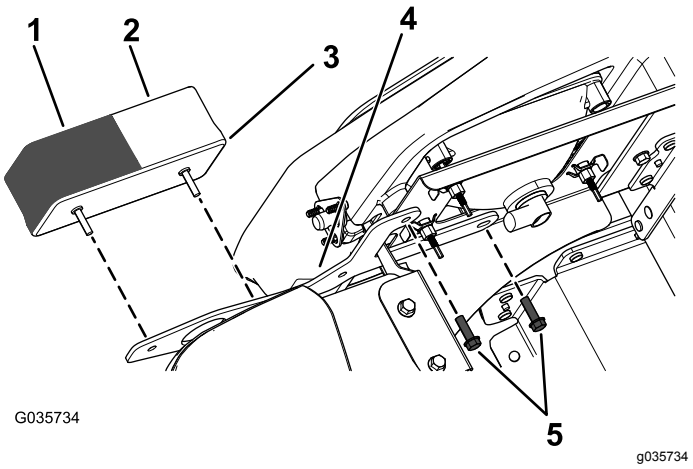

Figur 2
3. Monter det nye forreste positions-/signallys på beslaget med de tidligere afmonterede 2 skruer (Figur 2).
Bemærk: Sørg for, at det klare lygteglas (positionslys) placeres på indersiden, og det gule lygteglas (signallys) placeres på ydersiden (Figur 2).